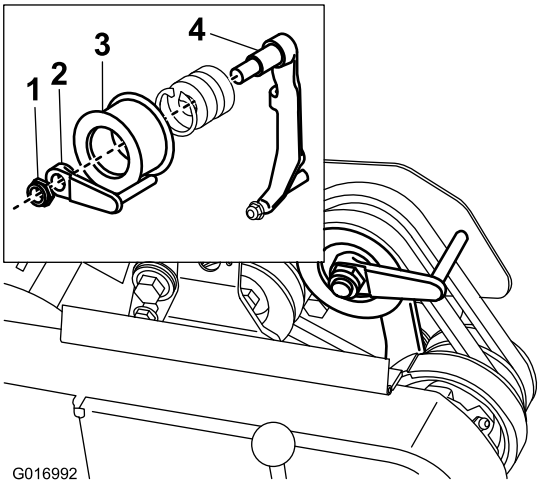

Figura 44
8. Para empurrar ou puxar mais facilmente a máquina sem ligar o motor, ajuste o guia da correia (Figura 44, em destaque) da seguinte forma: